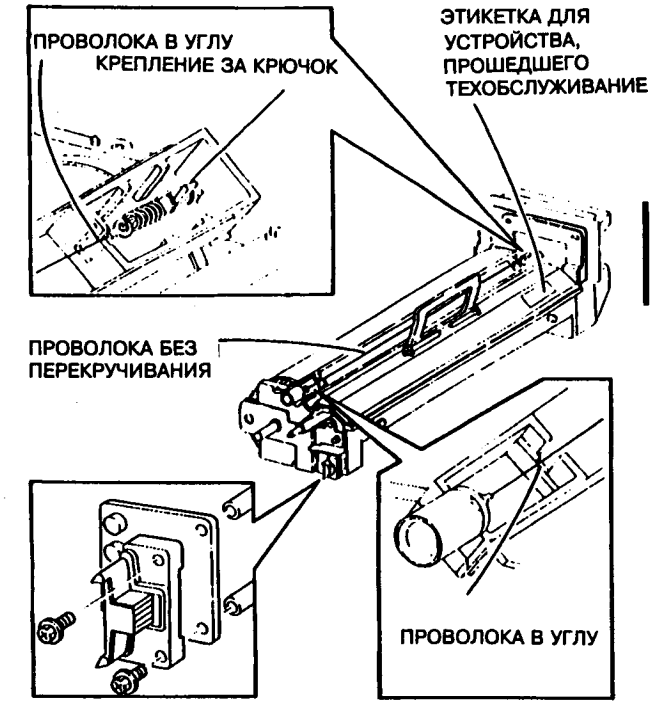

Рис.4 Установка проволоки коротрона зарядки
7. Снять узел предохранителя, отвернув два винта (рис.4).
2. Установить проволоку и пружину (рис.4), обращая внимание на важные особенности, указанные на рис.4.
5. Заменить узел предохранителя (рис.4).
6. По окончании процедуры техобслуживания приклеить на машину этикетку ремонта около зеленого рычага (рис.4) и заполнить счетчик копий.